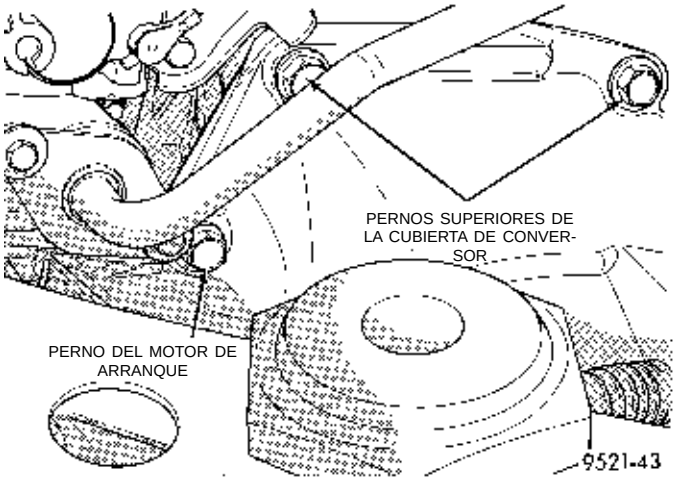

Fig. 35 Pernos del motor de arranque y de la cubierta del conversor
(10) Retire los pernos de la ménsula de soporte del cable de control de presión de la mariposa. Retire los pernos superiores de la cubierta del conversor y el perno superior del motor de arranque (Fig. 35).